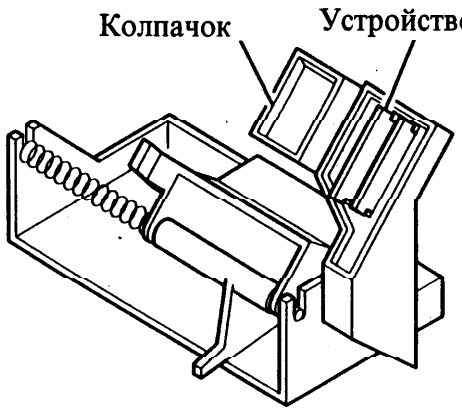

Рисунок 10 Поддерживающий узел
6. Очистите поддерживающий узел с помощью мягкой тряпочки, смоченной в воде (рис. 10).